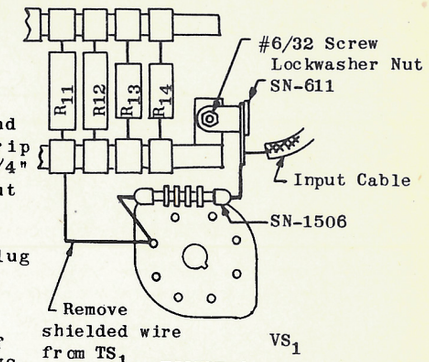

FIGURE 4.
D. Mounting Reactor in AM-142 Input Circuit (WD-159 and Figure 4.)
(1) Remove shielded input cable from R_{11}.
(2) Remove rivet from lower right hand resistor strip and mount an SN-611 terminal strip on chassis using a 6-32 x 1/4" R.H.M.I.S., lockwasher and nut supplied.
(3) Connect input cable to top lug of SN-611.
(4) Connect a 2.5 M.H. reactor (SN-1506) between top lug of SN-611 and "G" terminal of VS_1.